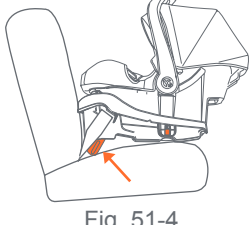

Fig. 51-4
- If the Seat Angle Indicator bubble level (4-22 lb.) is not centered or level line (23-35 lb.) is not parallel with the ground, extend the elevation foot, **See section 7.5 To Deploy Elevation Foot,** under the front of the base at the foot end to achieve the correct position (Fig. 51-4). If the correct elevation can not be achieved see section 7.5 Elevation Aids. Re-tighten the vehicle seat belt as instructed in section, securing the Safety Seat or Base in the Vehicle.